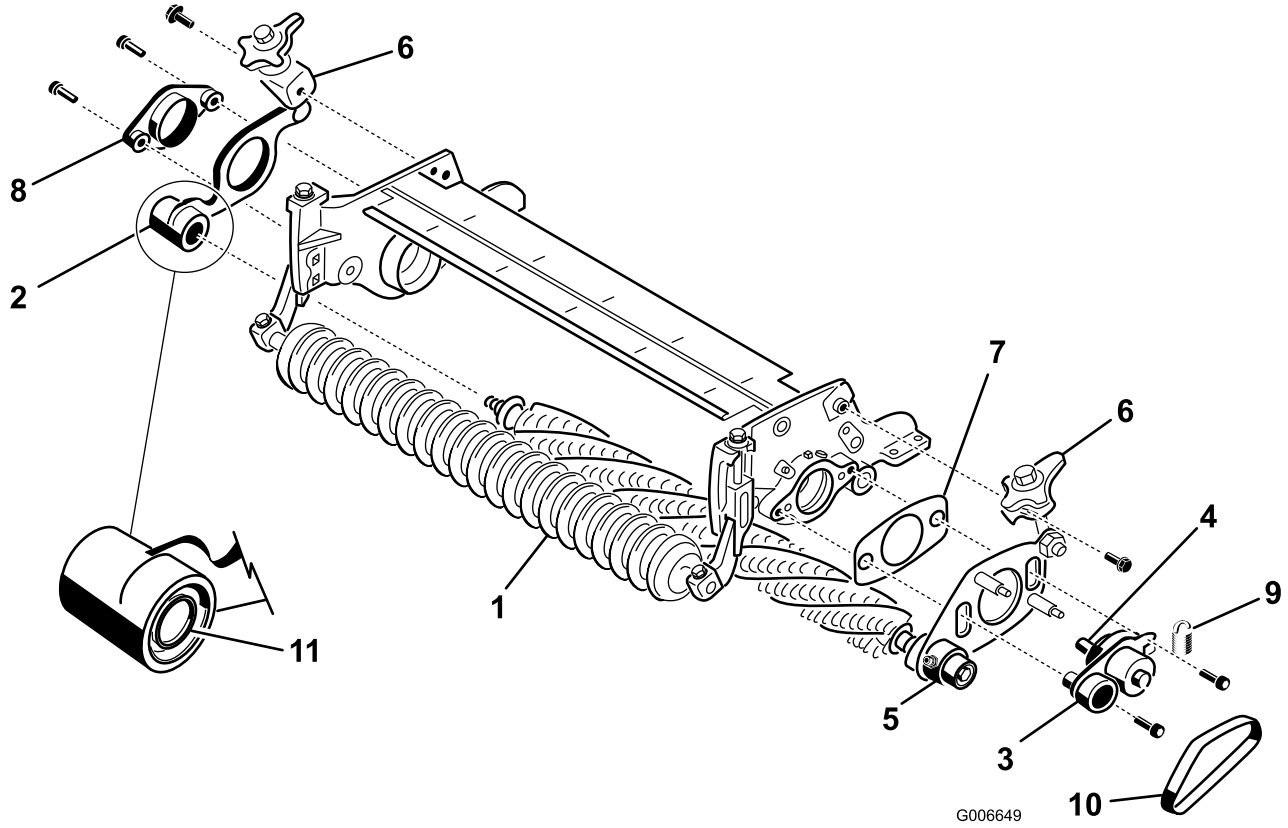

Bild 24
21. Schieben Sie auf der Groomerseite **ohne Antrieb** die Groomerplatte von der Groomerwelle (Bild 24).
23. Montieren Sie auf der Antriebsseite der Schneideinheit die Drehnabe, die Groomerplatte an der Antriebsseite und die Beilagscheibe an der Seitenplatte der Schneideinheit. Verwenden Sie zwei Sechskantschrauben (3/8" x 1") (Bild 24). Schmieren Sie vor dem Einbau Loctite auf das Schraubengewinde.
24. Montieren Sie die Groomerplatte ohne Antrieb auf der Groomerwelle (Bild 24). Achten Sie darauf, dass die Dichtungsfeder nicht abfällt.
25. Befestigen Sie die Drehnabe ohne Antrieb mit zwei Schrauben (3/8" x 1") an der Seitenplatte der Schneideinheit (Bild 24). Schmieren Sie vor dem Einbau Loctite auf das Schraubengewinde.
27. Montieren Sie die Express-Hubhebel mit Bundbolzen (3/8" x 3/4") an den Seitenplatten (Bild 24).
28. Montieren Sie den Groomerriemen auf den Spannscheiben (Bild 24). Stellen Sie sicher, dass die Rippen am Riemen richtig in den Rillen jeder Spannscheibe sitzen.